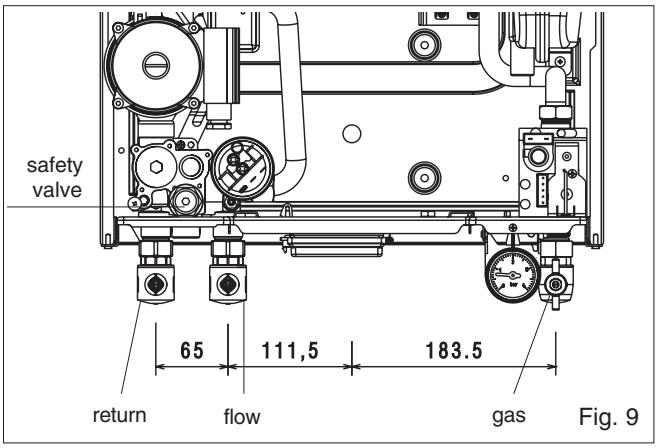

Fig. 9
4.6.1 GAS (fig. 9)
4.6.2 FLOW & RETURN (fig. 9)
4.6.3 SAFETY VALVE (fig. 9)